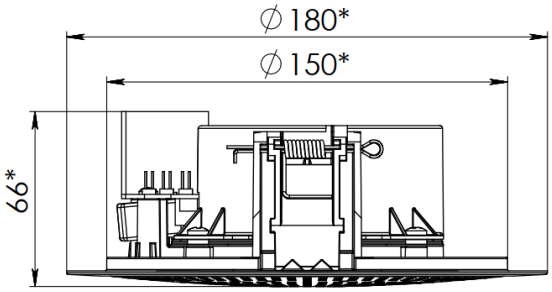
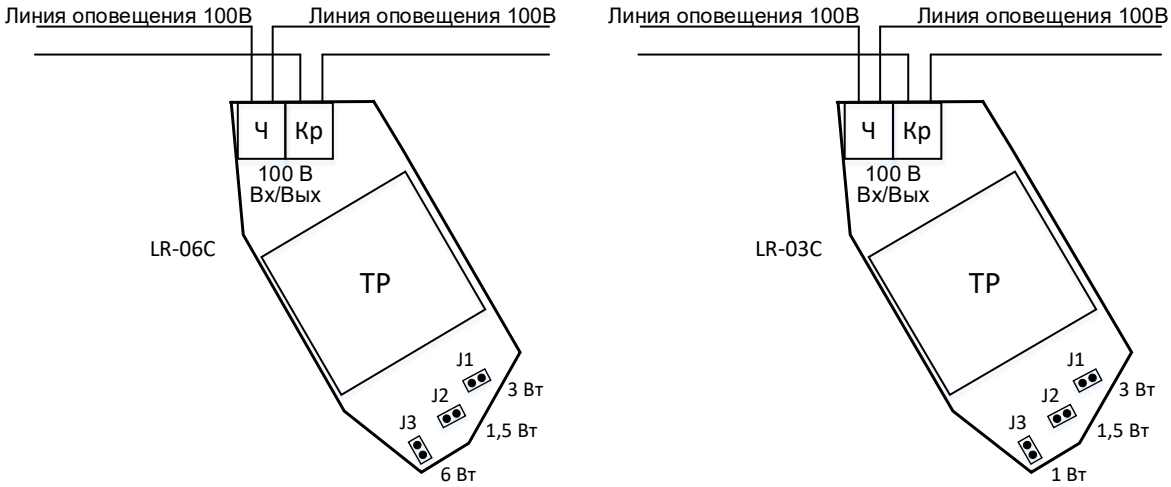

Рис.2. Габаритные и установочные размеры оповещателя
Рис.3. Схема подключения оповещателей LR-06C и LR-03C.
2.1.2. Габаритные и установочные размеры оповещателя представлены на рис.2, схемы подключения на рис.3.
- подключить провода линии оповещения к клеммам согласно схеме на рис.3, соблюдая принятую в линии полярность;